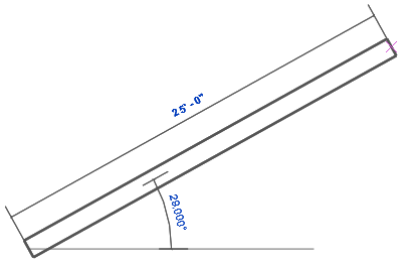

Figure 3-31 *The temporary dimensions displayed on the wall*
4. Right-click in the drawing area; a shortcut menu is displayed. Choose the **Zoom In Region** option from the shortcut menu and zoom into the area to get a closer view of the sketched wall segment, as shown in Figure 3-31 (for zooming techniques, refer to Chapter 2- Starting an Architectural Project).